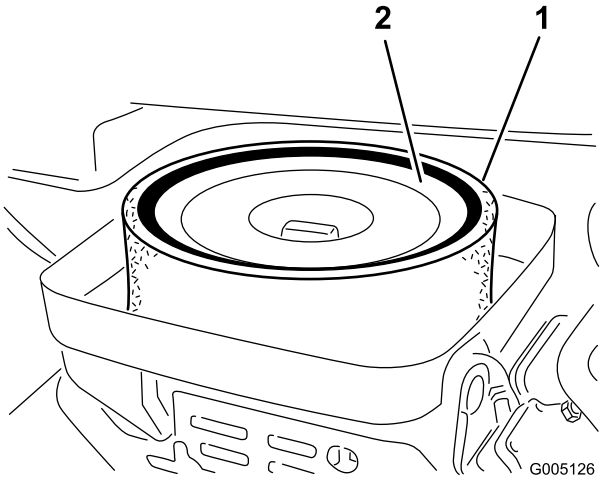

**Figuur 43**
3. Als het schuimelement vuil is, moet u dit verwijderen van het papierelement (Figuur 43) Dit moet grondig worden gereinigd. Ga hierbij als volgt te werk: